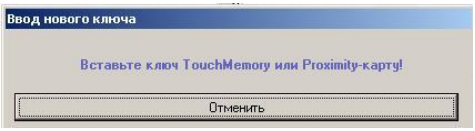

Рис.3
8. Правой кнопкой мыши нажать по пункту «Ключи», выбрать в контекстном меню «Добавить». Откроется окно «Ввод нового ключа» (рис.3)